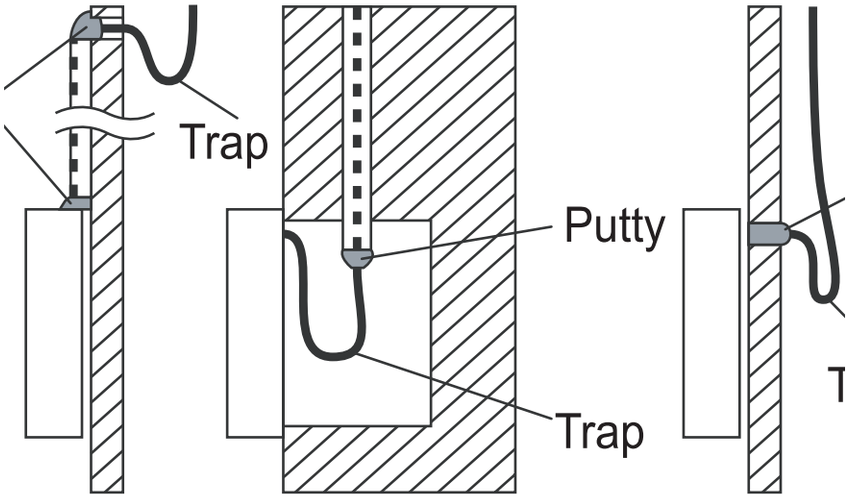

Fig. 6 — Seal the wires
1. This manual provides the wired controller installation method. Refer to the wiring diagram (see step Fig. 6 — on page 9) for guidance on wiring the wired controller to the indoor unit.
NOTE: DO NOT allow water to enter the wired control. Use a trap and putty to seal the wires (see Fig. 6).